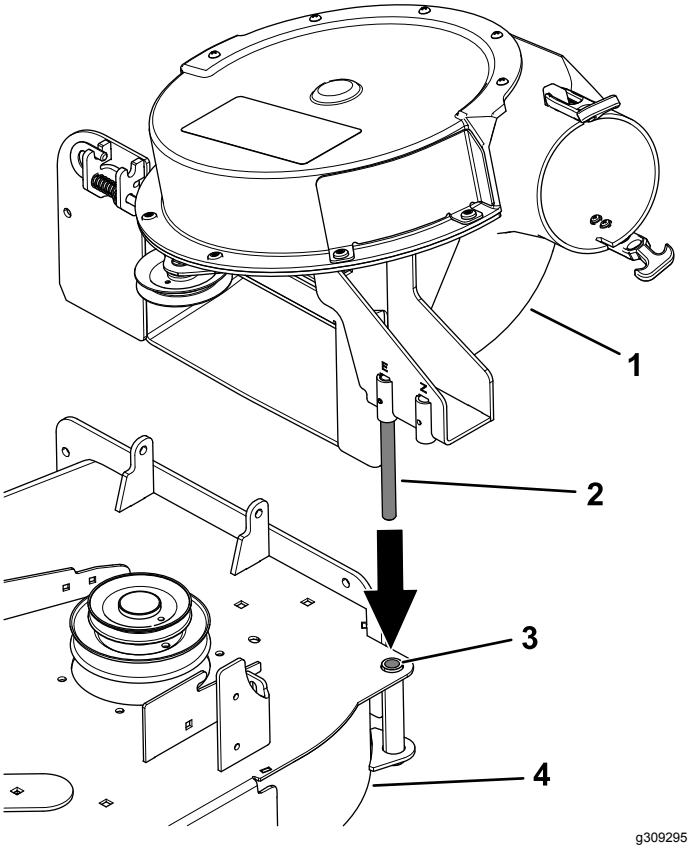

Rysunek 18
1. Ustaw sworzeń osi obrotu dmuchawy równo z otworem na sworzeń osi obrotu w podwoziu tnącym (Rysunek 18).
3. Opuść dmuchawę i wsuń sworzeń osi obrotu w otwór sworznia (Rysunek 18).